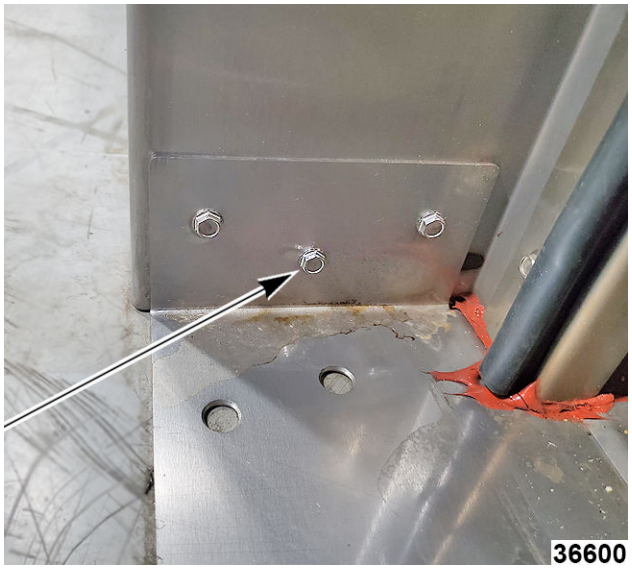

Fig. 48
A. Starting on left side, secure threshold to door jamb with 10-32 X 3/4" flanged screws - 9 places total (Fig. 48).